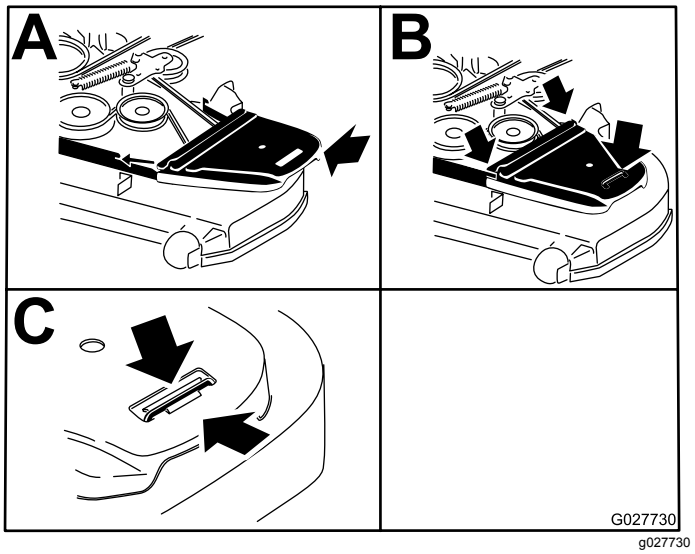

**Figuur 96**
13. Plaats de aandrijfriemkappen terug (Figuur 96).